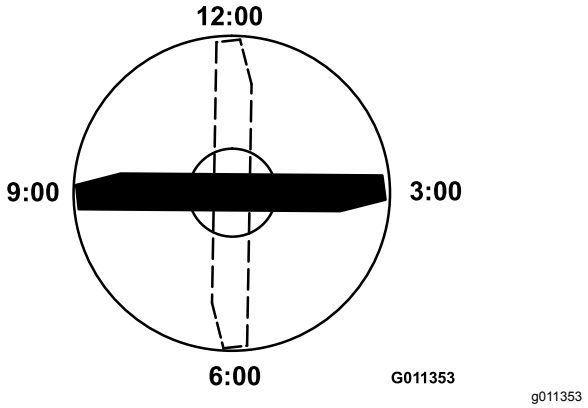

**Figur 81**
4. Placera den markerade ändens skäregg i läget klockan 12 (rakt fram i klippriktningen) (Figur 81) och mät höjden från bordet till knivens skäregg.
5. Vrid knivens markerade ände till lägena klockan 3 och klockan 9 (Figur 81) och mät höjderna.